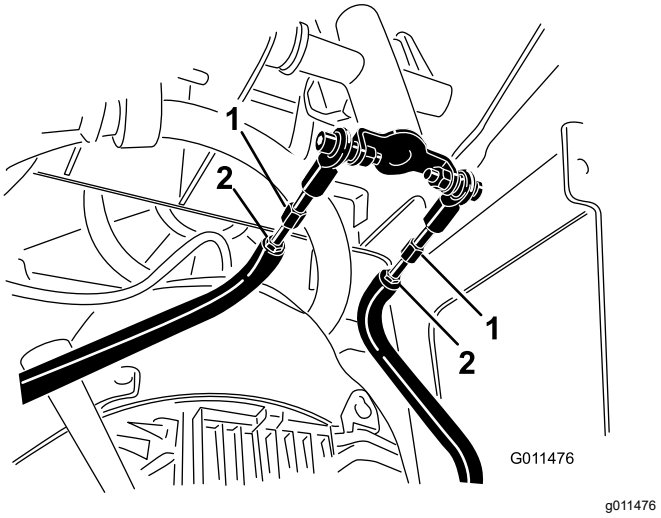

**Figuur 55**
D. Draai de contramoeren op de tractiestangen onder het bedieningspaneel los (Figuur 55).